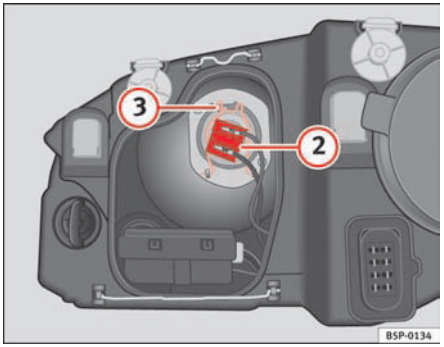

Fig. 158 Dipped headlights
– Remove the connector ⇒ fig. 158 (2) from the lamp.
– Disengage the retainer spring ⇒ fig. 158 (3) pressing inwards and to the right.